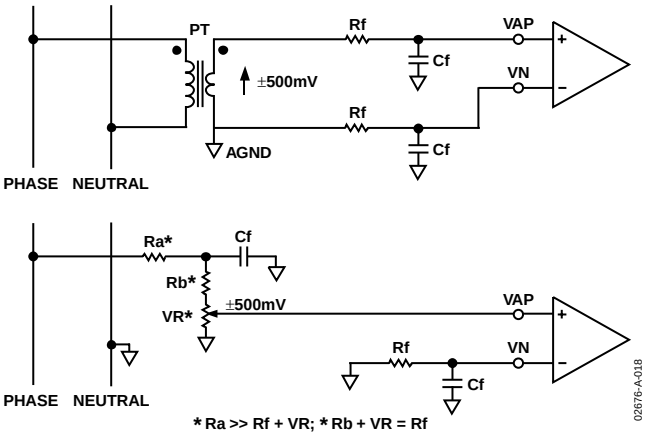

Figure 20. Typical Connections for Voltage Channels
Figure 20 shows two typical connections for the voltage channel. The first option uses a potential transformer (PT) to provide complete isolation from the main voltage. In the second option, the ADE7752 is biased around the neutral wire, and a resistor divider is used to provide a voltage signal proportional to the line voltage. Adjusting the ratio of Ra, Rb, and VR is also a convenient way of carrying out a gain calibration on the meter.